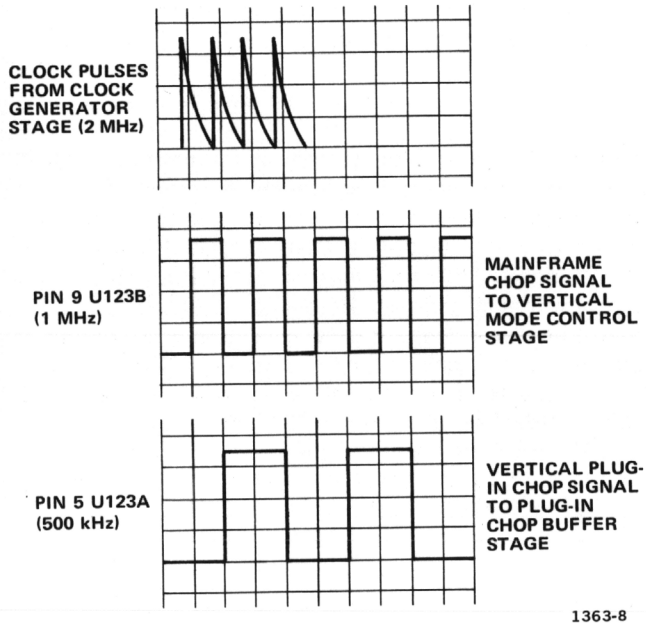

Fig. 2-8. Idealized input and output waveforms for Chop Counter stage.
The Chop Counter stage consists of integrated circuit U123, a dual D-type flip-flop with direct-set, direct-clear inputs (see Table 2-1 for operation of D-type flip-flop). In this circuit configuration, the D-type flip-flop operates in the triggered mode. The two-megahertz clock pulses from the Clock Generator stage are connected to the trigger (T) input of U123B. Under this condition, U123B changes output states with each positive-going clock pulse, and the signal at its "1" output is a square wave that switches between the HI and LO levels at a one-megahertz rate. This signal is connected to the Vertical Mode Control stage to provide the Mainframe Channel Switch Signal. The signal is also connected to the trigger input of U123A. U123A also changes output states with each positive-going pulse at its trigger input to produce a 500-kilohertz square wave at its "1" output. The output from U123A provides the Plug-In Chop Drive to the Plug-In Chop Buffer stage (Q142, Q147). Idealized waveforms showing the timing relationship between the input and output signals for this stage are shown in Fig. 2-8.